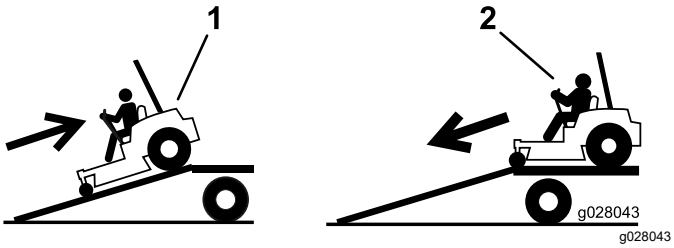

**Figuur 35**
4. Rij de machine achteruit op de oprijplaat (Figuur 35).
2. Rij de machine vooruit de oprijplaat af (Figuur 35).